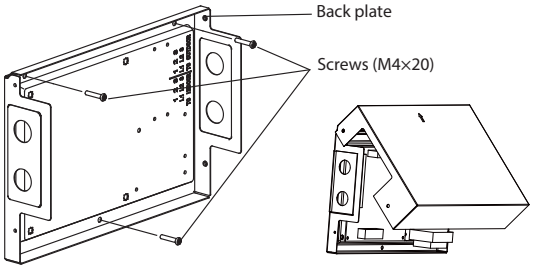

Fig. 7 —24V Interface Kit
2. Mount the **24V INTERFACE KIT** horizontally (see Fig. 7), by fastening the back plate to the wall with 3 screws (M4x20) and anchors.